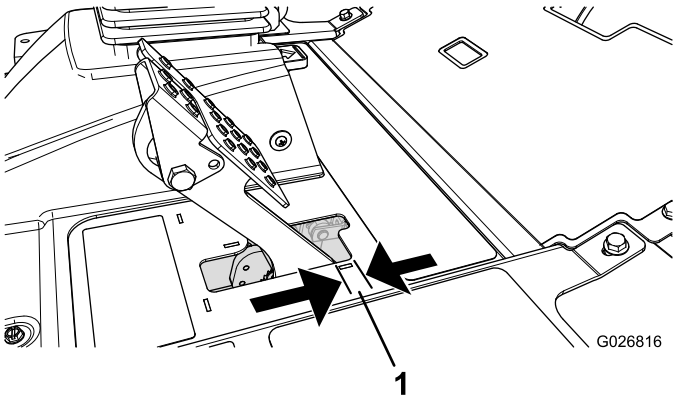

Figur 69
Juster bremserne, hvis bremsepedalen har mere end 2,5 cm fri vandring (Figur 69), eller hvis mere fastholdelseskraft er påkrævet. Fri vandring angiver den afstand, som bremsepedalen kan flyttes, før du mærker bremsemodstand.
2. Tilspænd den bageste møtrik for at flytte kablet bagud, indtil bremsepedalerne har 6,3 til 12,7 mm fri vandring (Figur 69), før hjulene låses.